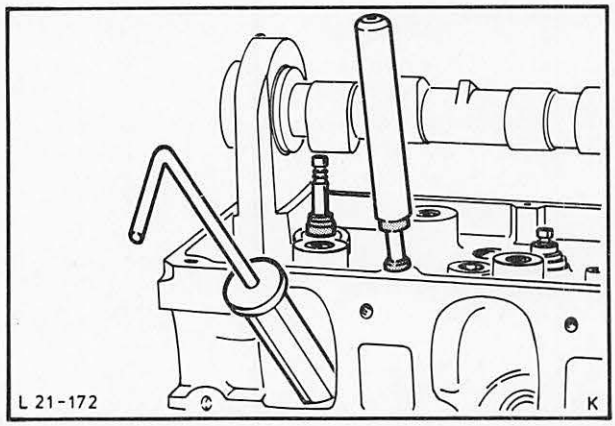

Abb. 249 Ölabschirmring mit Spezialwerkzeug 21-007 montieren
7. Ventil-Keilnuten mit Klebefolie abkleben. Neuen eingeölten Ölabschirmring mit Spezialwerkzeug 21-007 montieren, Abb. 249, und Klebefolie von Ventilschaft wieder entfernen. Ventilfeder und Ventilteller aufsetzen, mit Spezialwerkzeug 21-005 herunterdrücken und Ventilkeile einsetzen. Ventilfeder entspannen und Spezialwerkzeug abbauen.